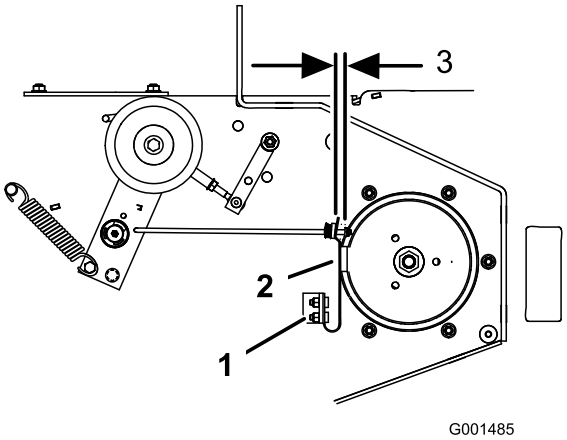

Figura 58
3. Si es necesario, ajuste los pernos de montaje del muelle hasta que la pastilla de freno de la cuchilla roce contra ambos lados de la ranura de la polea (Figura 58).
4. Ajuste la tuerca del extremo de la varilla de freno de la cuchilla hasta que quede un espacio de 3–5 mm (1/8–3/16 pulg.) entre la tuerca y el espaciador (Figura 58).